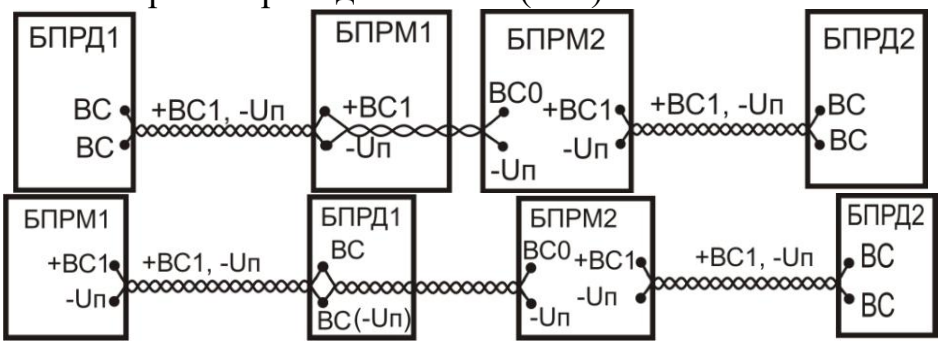

Рис.6.11
6.3.4.5 Для значительного снижения влияния внешних радиопомех любого происхождения необходимо включить проводную синхронизацию БПРМ и БПРД, для чего провода +ВС1 и –Uпит (-Uп) БПРМ соединить витой парой с проводами ВС собственного БПРД без соблюдения полярности. При проводной синхронизации и при возможной засветке смежными или соседними радиоволновыми извещателями ПРИЗМА (о чем свидетельствует частые «ложные» тревоги), необходимо включить взаимную синхронизацию данных извещателей. При этом активный выход +ВС1 (БПРМ1или при его трансляции через БПРД1) ведущего извещателя подключается к входу (+ВС0) ведомого извещателя (БПРМ2), в зависимости от расположения БПРМ2 (вблизи смежного БПРД1 или БПРМ1, см. рис. 6.11), т. е. на любом конце активного провода (+ВС1) синхронизации. Подключение должно также проводиться витой парой с проводом –Uпит (-Uп).